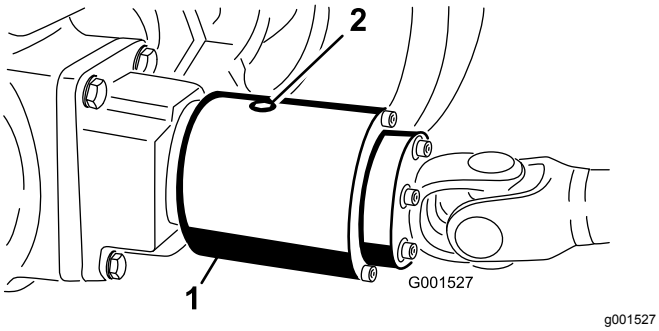

**Figur 63**
3. Drej koblingen, så kontrolproppen vender nedad (Figur 63).